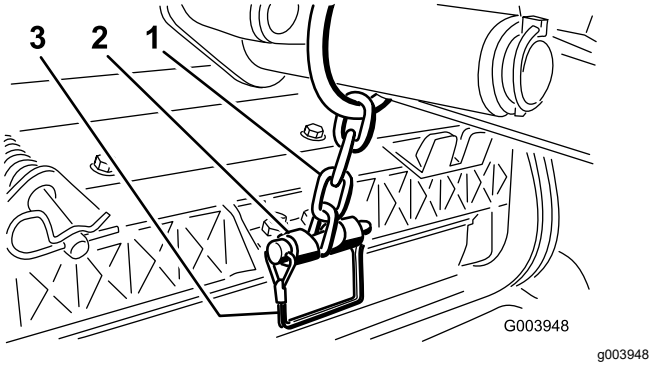

Figuur 10
13. Bevestig de ketting van de hefarm aan de kettingbeugel met de borgpen (Figuur 10).